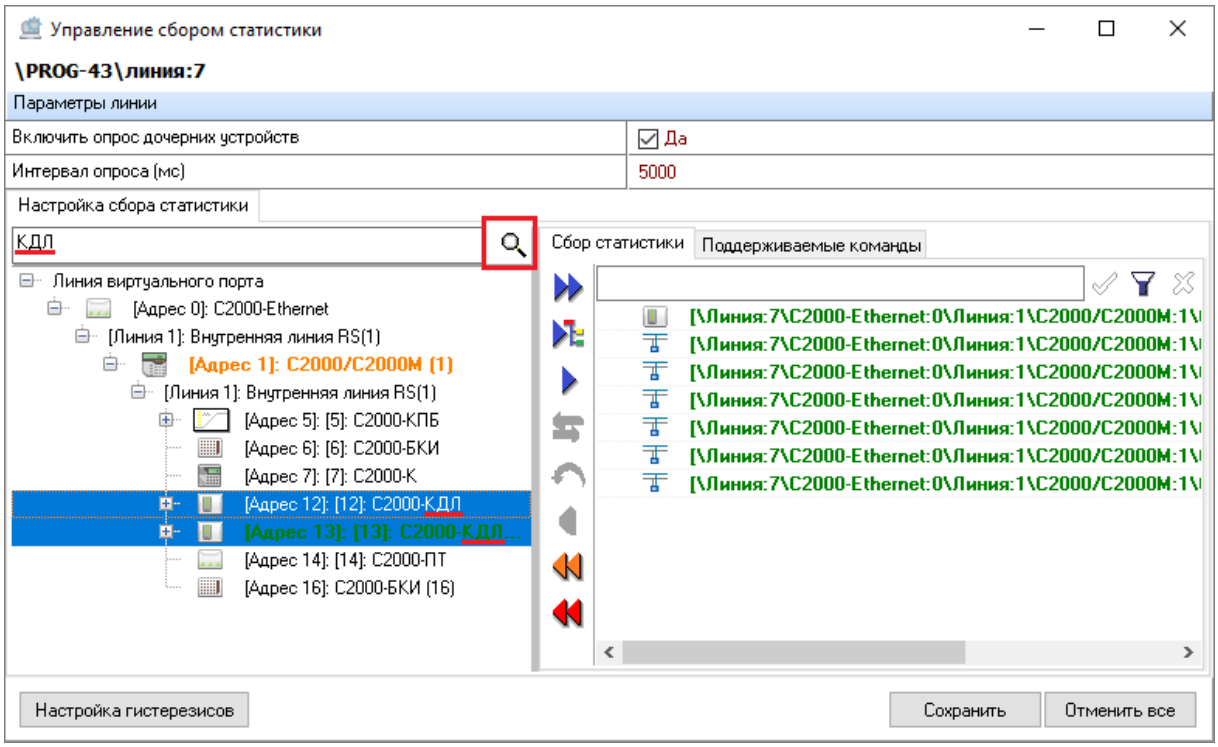

Рисунок 6-223 Результаты поиска в дереве статистики
- если в дереве статистики есть элементы, наименование которых содержит введенное сочетание символов, то они будут выделены в дереве статистики (см. Рисунок 6-223);